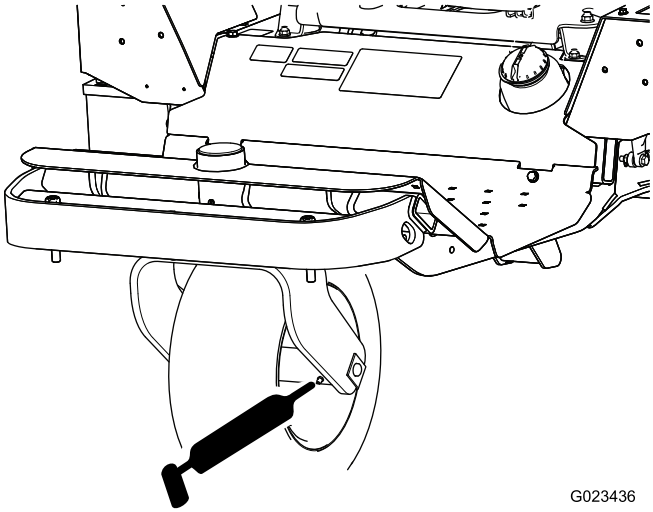

Figur 35
- Forhjulslager (1) – Figur 35